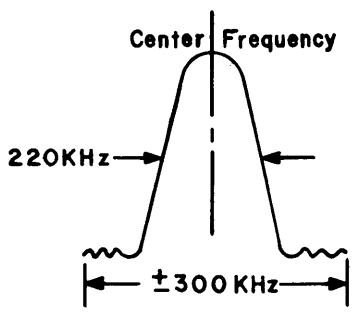

Figure 6
3. Tune the FM Generator, modulated ±300KHz @ approximately 20uV output level, to the receiver frequency. Connect an RF Detector Probe to Pin 6 of the TA7061 [IC201] and center the FM IF response on the oscilloscope. The FM IF bandpass characteristics are now being displayed. Adjust the transformer core of the RF Converter [T101] for maximum gain and symmetry [Figure 6].